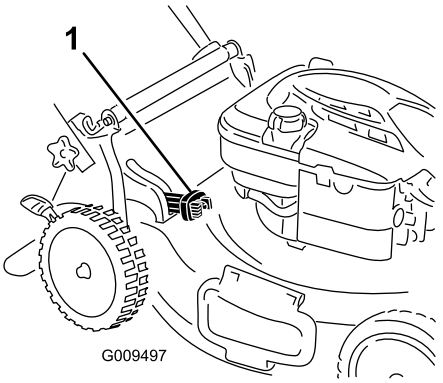

Figure 15
- For bagging the grass and leaf clippings, press the button on the bag-on-demand lever and move the lever forward until the button on the lever pops up (Figure 15)